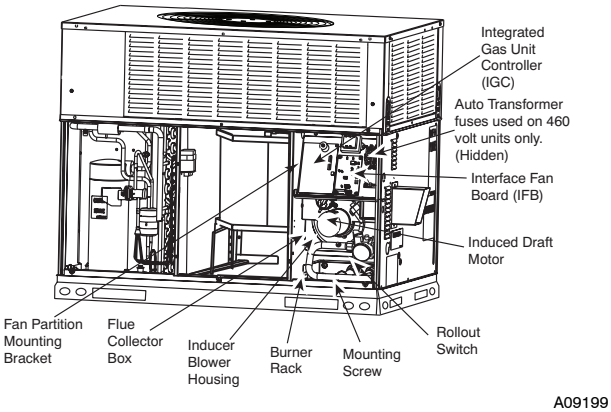

Fig. 17 - Blower Housing and Flue Collector Box
2. Remove the 11 screws holding the flue collector box cover (See Fig. 17) to the heat exchanger assembly. Inspect the heat exchangers.
Unit is equipped with a direct spark ignition 100 percent lockout system. Ignition module (IGC) is located in the control box (See Fig. 17). Module contains a self-diagnostic LED. During servicing, refer to label diagram or Table 5 in these instructions for LED interpretation.
5. Remove fan partition mounting bracket (2 screws located on the left side of control compartment on the fan partition panel). Slide bracket forward, bottom first to remove. (See Fig. 17).
8. Remove the mounting screw that attaches the burner rack to the unit base (See Fig. 17).
9. Slide the burner rack out of the unit (See Fig. 17 and 20).